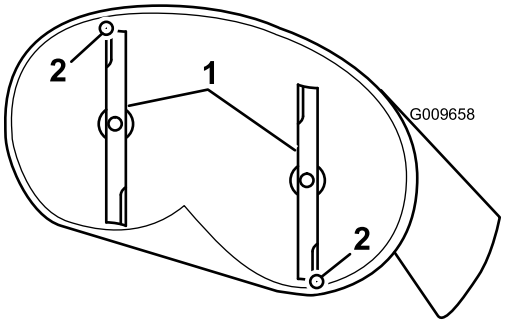
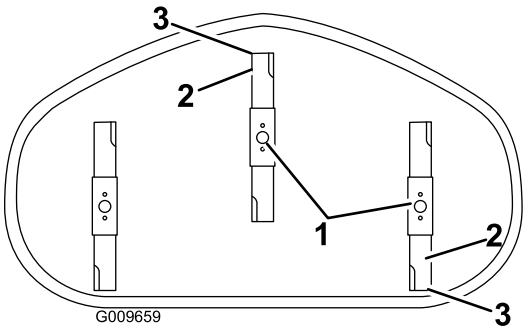

Figure 62
Figure 63
4. Carefully rotate the blades so they are facing front to rear (Figure 62 and Figure 63).
5. Measure from the tip of the front blade to the flat surface and the tip of the rear blade to the flat surface (Figure 62 and Figure 63). If the front blade tip is not 1/16-5/16 inch (1.6-7.9 mm) lower than the rear blade tip, adjust the front locknut.
8. After adjustment, check the front-to-rear slope again. Continue adjusting the nut until the front blade tip is 1/16-5/16 inch (1.6-7.9 mm) lower than the rear blade tip (Figure 62 and Figure 63).